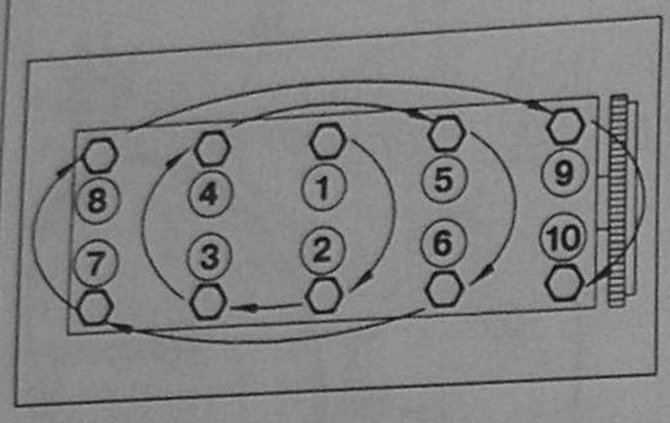

Рис. 4.150. Затяжка винтов крепления головки блока цилиндров.
Рис. 4.138. Установите корпус крышек коренных подшипников 8. Затяните винты 10 моментом 20 Нм. Затяните винты 10 окончательно, на угол 45° (аналогично тому, как это показано на рис. 4.150). Затяните винты 9 моментом 10 Нм.
31. Затяните винты **10** окончательно, на угол 45° (аналогично тому, как это показано на рис. 4.150).